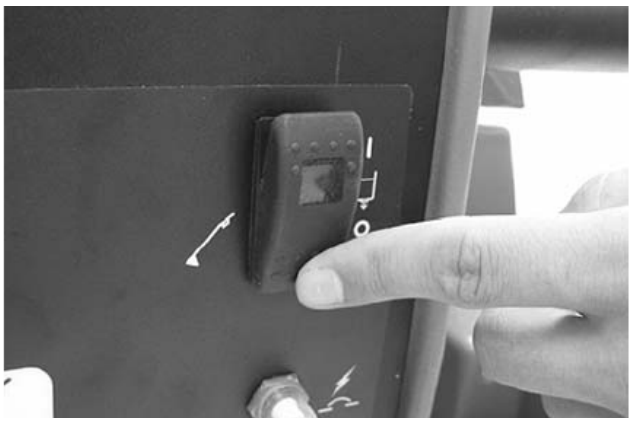

図15
2. 洗浄液スイッチを、アクセサリーツールアイコン／オフ（O）位置にあわせます（図15）。